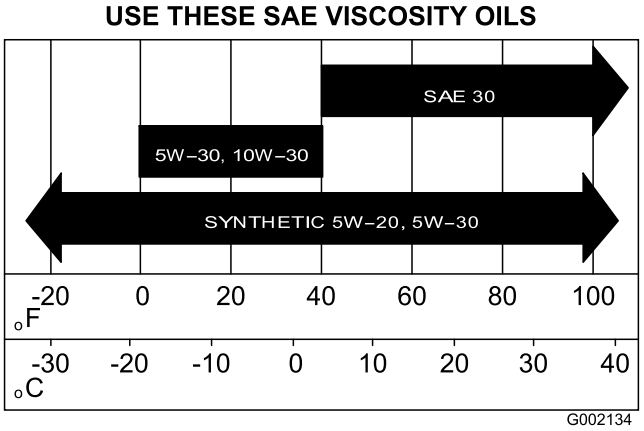

Figura 31
5. Riempite la coppa con olio nuovo del tipo e della viscosità adatti; fate riferimento a Figura 31 in Cambio dell'olio (Modelli 07273 e 07273TC) (pagina 31).